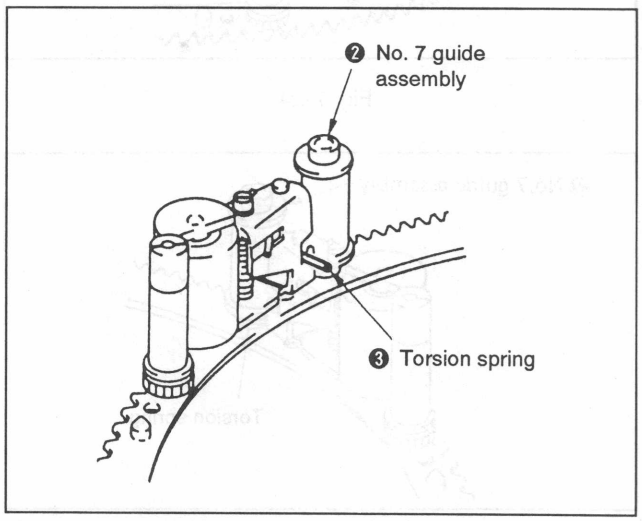

Fig. 7-16.
3) Change the position of the torsion spring ❸ on No. 7 guide assembly ❷. (See Fig. 7-16.)